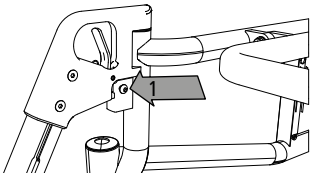

fig. 5
2. Après l'enclenchement, les repose-pieds doivent être montés sans jeu. Au besoin, il est possible de serrer avec précaution les vis à six pans creux latérales (1, fig. 5) afin de réduire au minimum le jeu sur les repose-pieds.